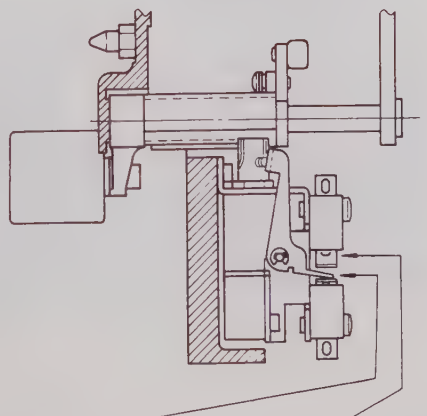

Fig. 5-19
- If microswitch does not operate under conditions described above, reposition it so that it operates. (Fig. 5-19)